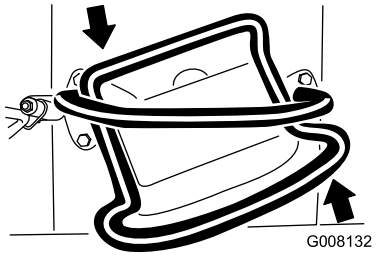

Figuur 9
- Voor een bocht naar links draait u de tractiebediening linksom (Figuur 9).